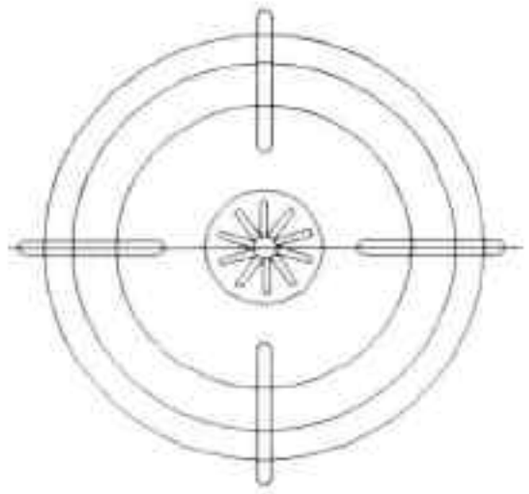

图6-86 环形阵列图形
Step13 执行“环形阵列”命令，根据命令行提示，选中火眼图形，以圆心为阵列中心，输入阵列数 10，完成阵列，如图 6-86 所示。